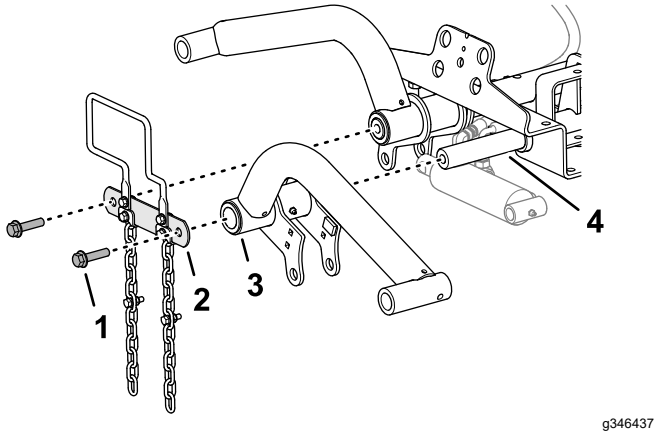

**Figur 11**
1. Montera lyftarmarna på lyftarmens vridbara axlar enligt Figur 11).
2. Montera den vridbara axellänken på lyftarmens vridbara axlar (Figur 11) med de två flänshuvudskruvar (½ x 2 tum) som du tog bort i Förbereda montering av lyftarmarna (sida 17).